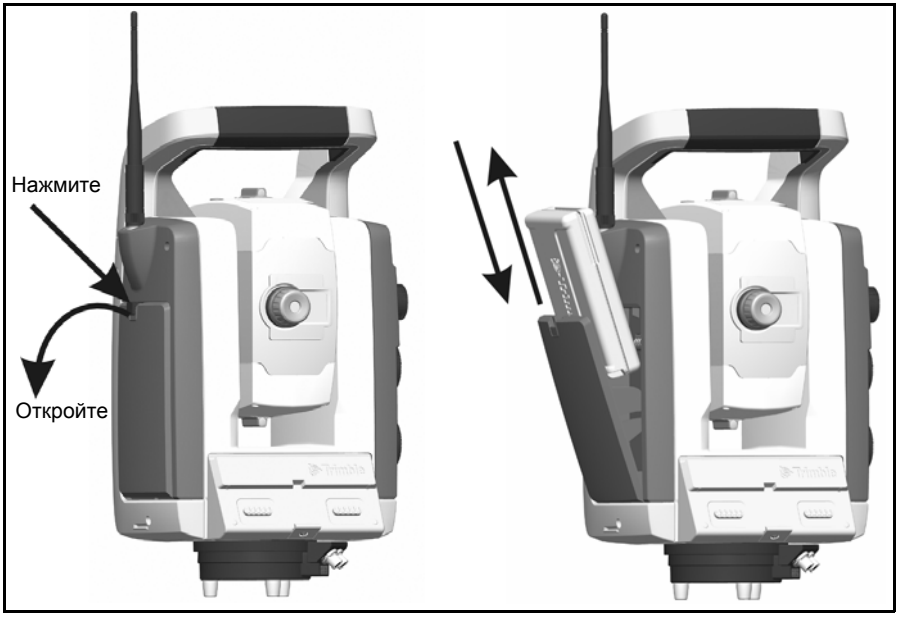

Рис. 3.12. Извлечение и замена внутренней батареи
2. Установите батарею в батарейный отсек контактами вверх. См. рис. 3.12